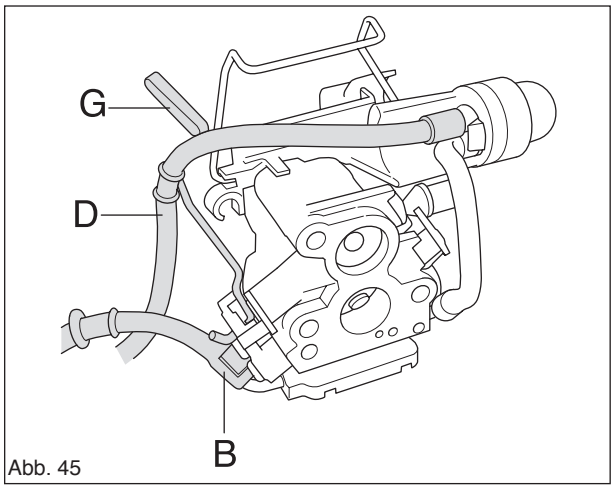

Abb. 45
3. Gashebelstange (G) vom Vergaser aushaken. (Siehe Abb. 45.)
5. Schrauben (A) ausbauen. Griffbügel abnehmen. (Siehe Abb. 45.)
4. Kraftstoffschlauch (B) und Rücklaufschlauch der Kraftstoffpumpe (D) am Vergaser montieren. (Siehe Abb. 45.)
5. Gashebelstange montieren. (Siehe Abb. 45.)